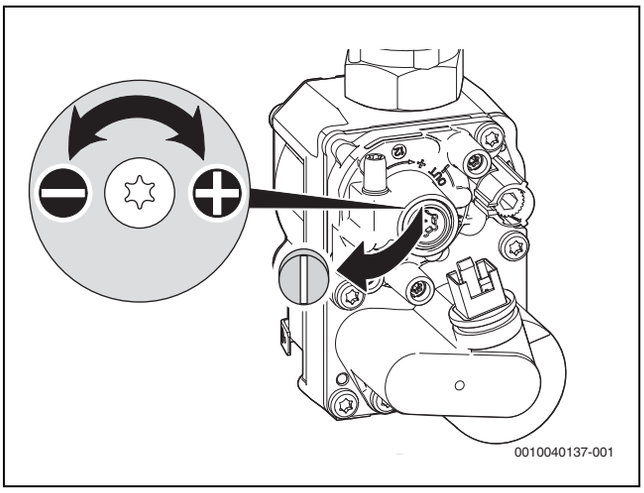

Bild 51 Plombe an der Einstellschraube entfernen
- ▶ Plombe an der Einstellschraube der Gasarmatur entfernen (nur Gasarmatur unten in Bild 51) und CO_2- oder O_2-Gehalt für minimale Nennwärmeleistung einstellen.